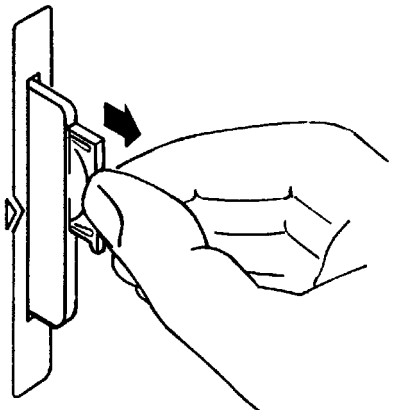

Figure 22 Replacing the Memory Card's Battery
2. Hold the memory card in the slot with one hand and pull the battery holder out with your other hand. (See **Figure 22**.)